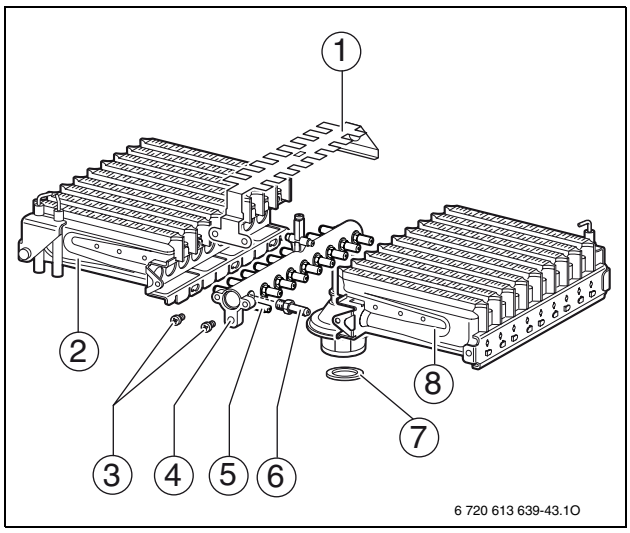

Bild 29
- Brenner ausbauen (→ Bild 29, [2] und [8] / → Kapitel 12.2.1).
- Brenner einbauen (→ Bild 29, [2] und [8]).